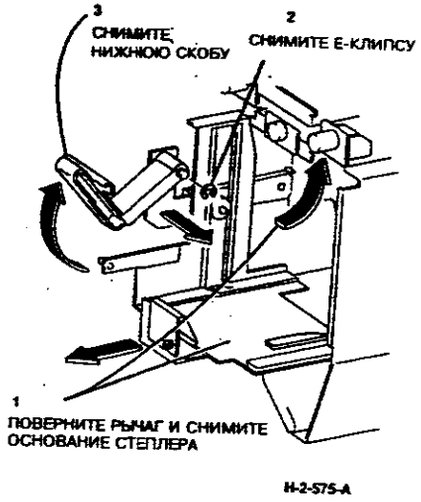

**Рисунок 3. Снятие нижней скобы**
4. (Рисунок 3) Сдвиньте основание степлера и снимите нижнюю скобу.